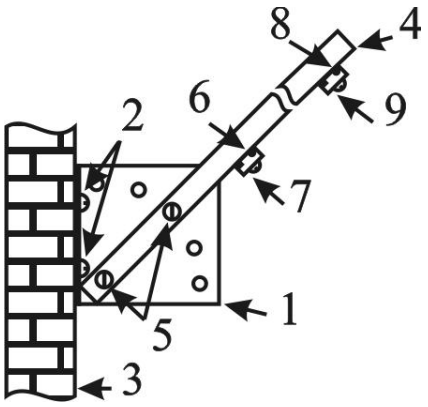

Рис. 6.9
6.3.7 Конструкция кронштейна позволяет выбирать любой угол наклона консоли от 0° до 90° с дискретностью ~22° (рис. 6.9). Угол наклона можно легко изменять в зависимости от конкретно решаемой задачи и особенностей конструкции заграждения.